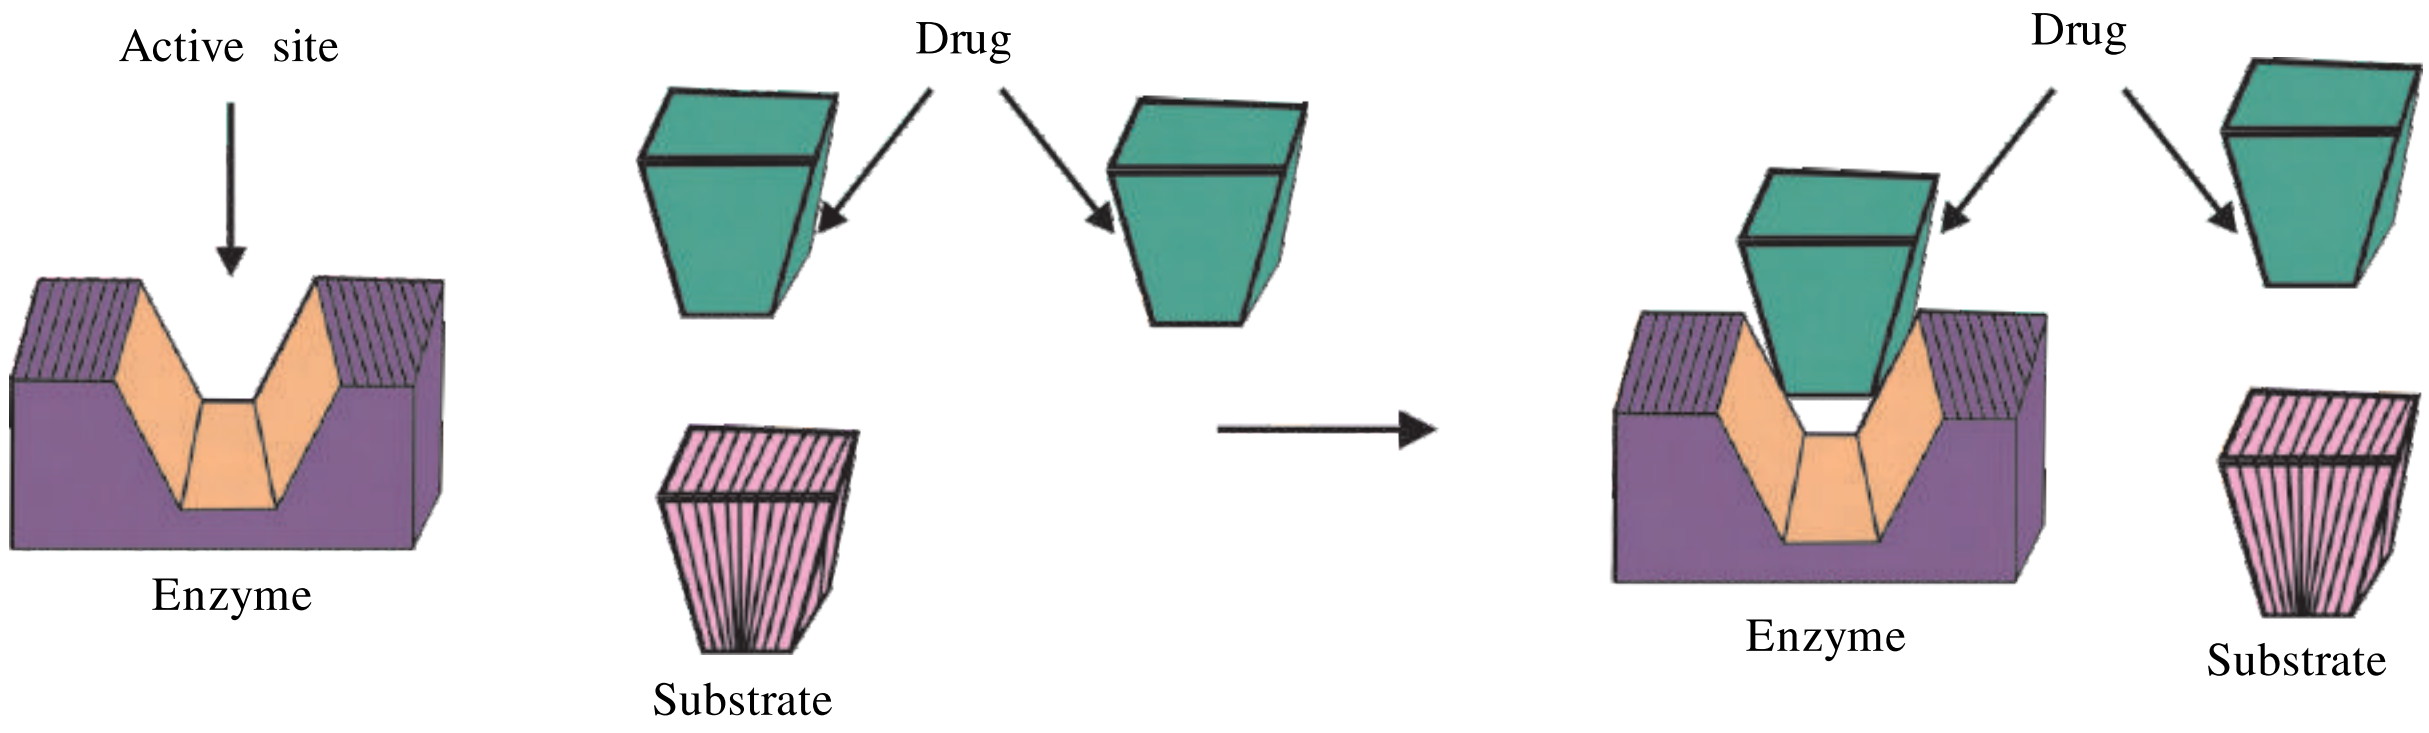

Fig. 9.1 Competition between drugs and substrate for binding with active site of enzyme
(1) Drugs compete with natural substrate for their attachment on the active site of enzymes as shown in Fig. 9.1; such drugs are called **competitive inhibitors.**